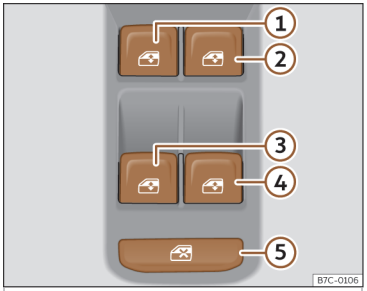

Fig. 92 Dettaglio della porta del conducente: comandi per i finestrini.
Mediante l'interruttore di sicurezza››› **fig. 92** ⑤ nella porta del conducente si possono disattivare gli alzacristalli delle porte posteriori.